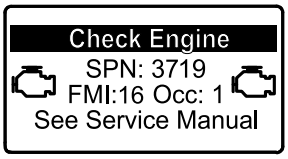

**Figur 40**
- Om en parkerad regenerering krävs visar InfoCenter motorvarning SPN 3719, FMI 16 (Figur 40) och motorns dator minskar motoreffekten till 85 %.